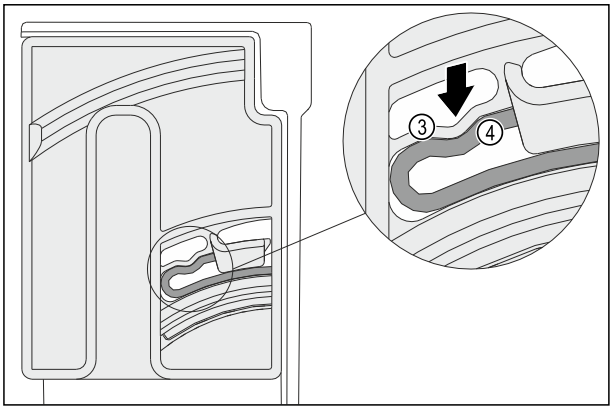

Fig. 148
▷ The elastic element *Fig. 148 (3)* of the turning unit audibly engages in the round shape of the rib *Fig. 148 (4)*.